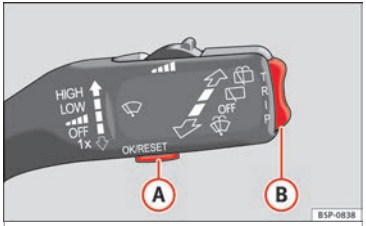
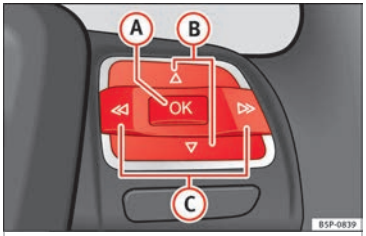

Fig. 36 Windscreen wiper lever: control buttons.
Fig. 37 Controls on the steering wheel: control buttons.
– Press button (A) on the windscreen wiper lever. The **Configuration** menu is opened.
– To access the "Configuration" menu, press button (C) ››› Fig. 37 until the menu is displayed. Now you are in this menu.
– Select option **Winter tyres** using switch (B).
– Press the button (A). The menu **Winter tyres** is opened.
– Use button (B) to select the option **+10 km/h** or **-10 km/h** and press button (B) to either increase or decrease the speed displayed.
– Use switch (B) to select the menu point **On / Off** and press the button to switch the speed warning on or off. If the speed warning is deactivated, three dashes will be displayed **---**.
– To change from one memory to another, briefly press button A ››› Fig. 36 ››› page 50 on the windscreen wiper lever or the OK button on the multifunction steering wheel ››› Fig. 37 ››› page 50 while the ignition is switched on.
The following data can be viewed on the multifunction display using rocker switch B ››› Fig. 36 ››› page 50 on the windscreen wiper
lever or by pressing button △ or ▽ ››› Fig. 37 on the multifunction steering wheel*: